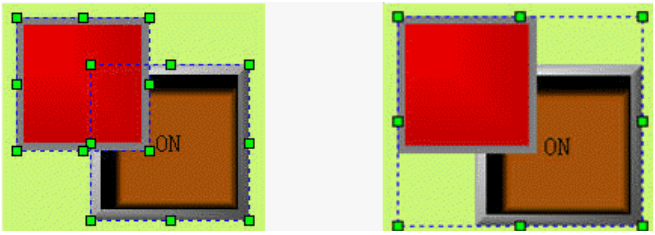

Рисунок 4-6 Разница до и после объединения
- Сначала, выберите графические объекты, подлежащие объединению, затем нажмите команду “Assemble” в меню Edit или кнопку в панели инструментов или же вызовите контекстное меню и выберите команду Assemble. Рисунок 4-6 показывает разницу до и после объединения.